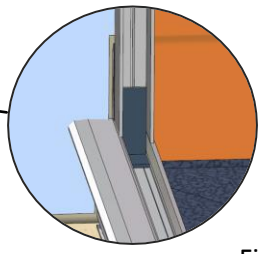
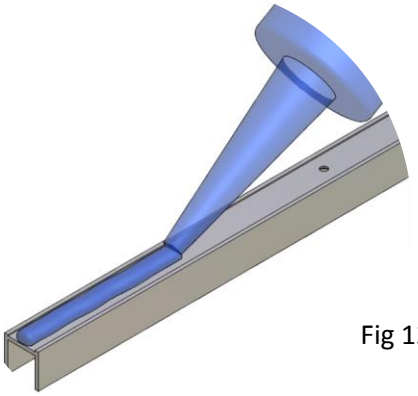

Fig 10
Fig 12
11. Place channel connector temporally into floor channel and then position wall channel (fig 10). Note angled end of channel heads downwards into shower.
14. Clean underside of wall channel with a dry rag before running a thick bead of silicone along the underside (fig12). Remove channel connector, silicone inside floor/wall junction and reinsert (fig10).